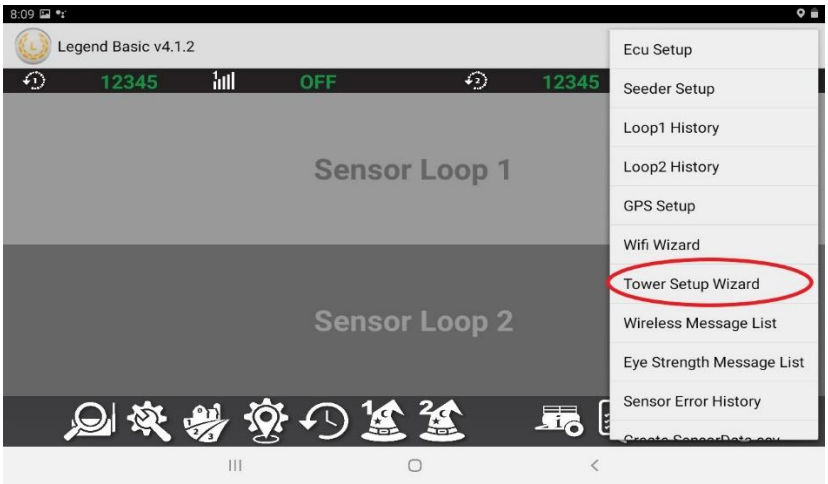

Figure 1.7
13. We will now configure your sections/towers/manifolds for each loop according to how the sensors have been installed on your implement. Tap on the three dots in the top right corner to open the menu, then choose “**Tower Setup Wizard**” as shown in figure 1.7.